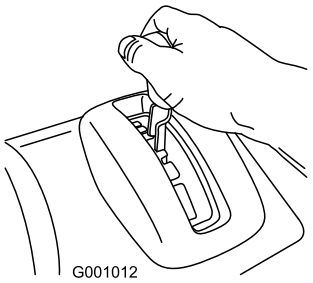

Bild 11
1. Stellen Sie den Geschwindigkeitsschalthebel auf die gewünschte Vorwärtsstellung; stellen Sie sicher, dass er in der Kerbe einrastet (Bild 11).